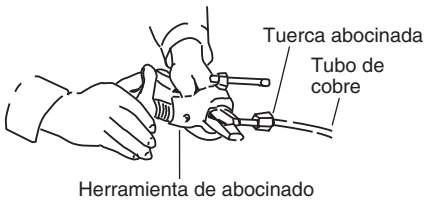

Fig. 5-3
(3) Extraiga la tuerca abocardada de la unidad y asegúrese de montarla en el tubo de cobre.
(4) Abocarde el extremo del tubo de cobre con una herramienta de abocardado. (Fig. 5-3)